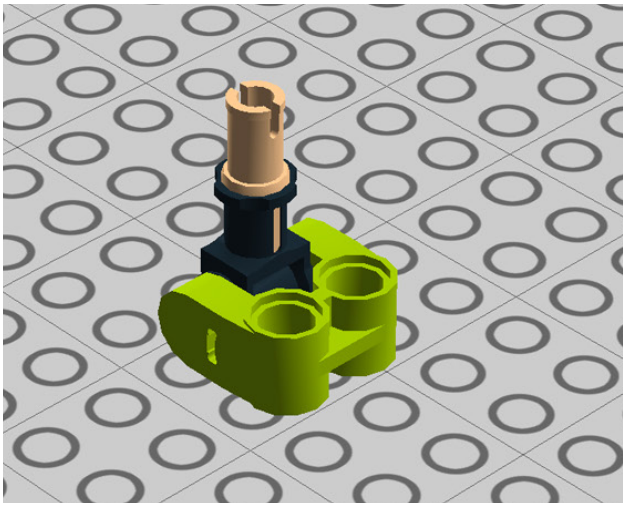

Figure 1-22. *Step 18: Securing the assembly*
18. Next, add one of the cross blocks and secure it with a 2M cross axle, as shown in Figure 1-22.